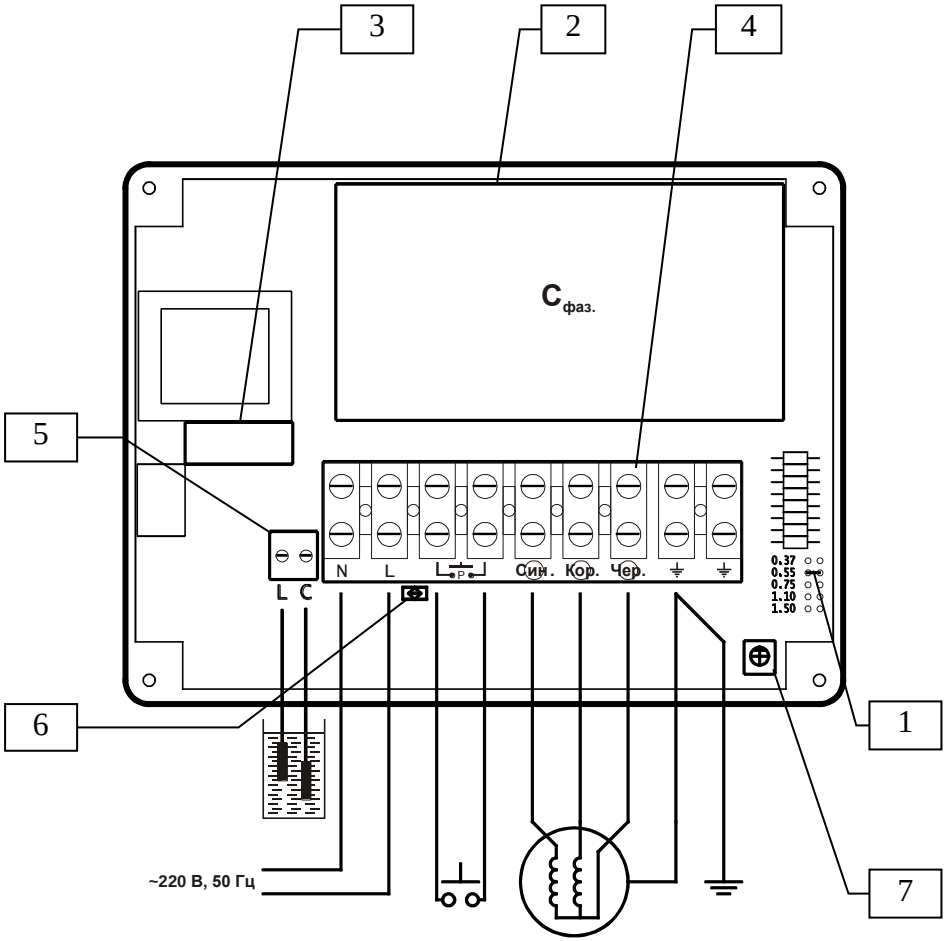

Рис. 2 Внутренний вид прибора
4.2 Внутренний вид прибора управления (рис. 2)
- **защита насоса от работы в режиме «сухого хода» электронным способом**: прибор электронным способом отслеживает режим «сухого хода» насоса. Настройка защитного отключения насоса от работы в режиме «сухого хода» осуществляется потенциометром, расположенном внутри прибора (рис. 2, поз. 7). При фиксировании прибором режима «сухого хода» в течение 5 сек. происходит защитное отключение насоса.
5.3 Электрическое подключение (рис. 2)
- мощность подключаемого насоса/двигателя должна соответствовать типу исполнения прибора, определяемому перемычкой мощности (рис.2, поз.5) и фазосдвигающим конденсатором - $C_{фаз.}$ (рис.2, поз.2):
- клеммная колодка (рис. 2, поз. 4) подключается в следующем порядке:
- клеммы для подключения погружных измерительных электродов **L** и **C** (рис.2, поз.5) подключаются следующим образом:
– если индикатор режима неисправностей будет продолжать мигать по истечении 5 минут, то увеличьте чувствительность системы электродов путем удаления перемычки (рис.2, поз.6) и произведите повторную проверку;
– если система не настраивается после удаления перемычки (рис.2, поз.6), воспользуйтесь советами из Таблицы 1:
- при выключенном приборе при помощи изолированной крестовой отвертки № 1 или шлицевой отвертки шириной до 2,5 мм установить потенциометр регулировки защитного отключения (рис. 2, поз. 7) в положение «min» (крайнее положение при вращении против часовой стрелки). **Внимание! Не прикладывать чрезмерного усилия при вращении!**
8.1 Если насос не включается проверьте правильность подсоединения к питающей электросети и исправность предохранителя прибора управления (рис.2, поз. 3.)